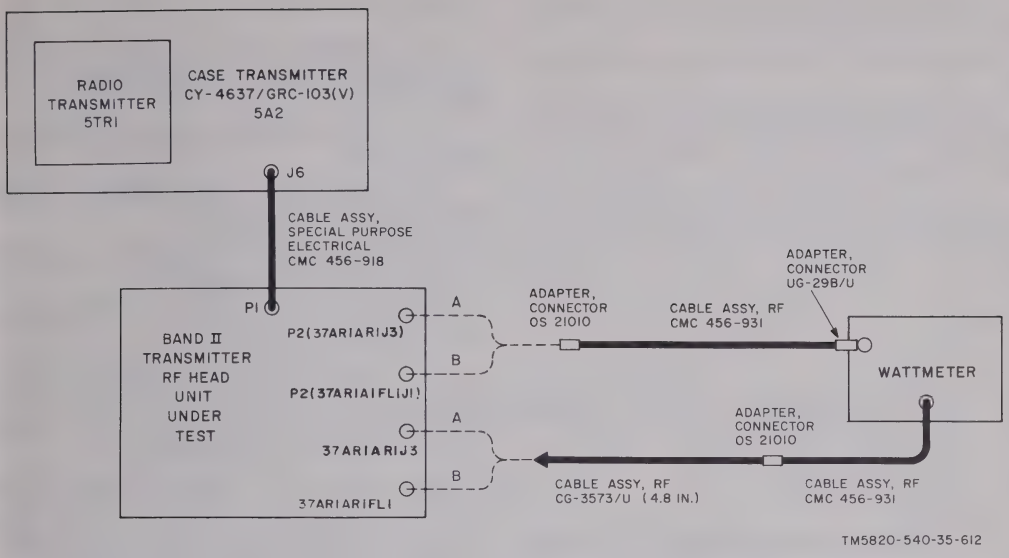

Figure 3–45. Radio frequency amplifier 37AR1AR1 operational check, test setup.
(1) Disconnect plug P1 (37A1J2) from connector J2 on frequency multiplier 37A1 (fig. 3–42).
(2) Connect test equipment as shown in figure 3–43.
(3) Set the XMTR CHANNEL and XMTR TUNE control to channel 759.
(4) Set the transmitter AC POWER switch to ON/RESET. The level at 37A1J2 should be +22 dbm minimum.
(5) Set the XMTR CHANNEL and XMTR TUNE control to channel 760. The level at 37A1J2 should be +22 dbm minimum.
(6) Set the AC POWER switch to OFF. If abnormal indications are obtained in either (4) or (5) above, replace the transmitter RF head.
(1) Disconnect P2 (37AR1AR1J3) from connector 37AR1AR1J3 (fig. 3–44).
(2) Connect the test equipment as shown in A, figure 3–45.
(3) Insert the coupler-detector CU–755/URM–120 into the wattmeter.
(4) Set the XMTR CHANNEL and XMTR TUNE control to channel 760.
(5) Set the transmitter AC POWER switch to ON/RESET. The wattmeter should indicate no less than 3.5 watts.
(6) Set the AC POWER switch to OFF.
(7) Reconnect plug P2 (37AR1AR1J3) to connector J3 on 37AR1AR1J3.
(8) Disconnect plug P2 (37AR1A1FL1J1) from connector 37AR1A1FL1J1 (fig. 3–44).
(9) Connect the test equipment as shown in B, figure 3–45.
(10) Set the AC POWER switch to ON/RESET.
(11) Set the meter switch to PWR OUT and adjust the PWR OUT PEAK control for maximum indication on the meter. The wattmeter should indicate 25 watts minimum.
(12) Set the AC POWER switch to OFF.
(13) Reconnect plug P2 (37AR1A1FL1J1) to connector 37AR1A1FL1J1.
(14) Replace the transmitter RF head if abnormal indications are obtained in (5) and (11) above.
(1) Remove the transmitter RF head from the case. Remove the dust cover from the RF head and locate voltage regulator assembly 37AR1A1A1 (fig. 3–44).
(2) Connect J6 on the transmitter case to 37AR1A1W1A1P1 (fig. 3–44) on the transmitter RF head using cable CMC 456–918.
(3) Set the XMTR CHANNEL and XMTR TUNE controls to channel 760.
(4) Set the AC POWER switch to ON/RESET.
(5) Set the meter switch to PWR OUT and adjust the PWR OUT PEAK control for maximum indication on the meter.
(6) Using multimeter, check for correct voltage between the following test points on the voltage regulator assembly as shown in the chart below.